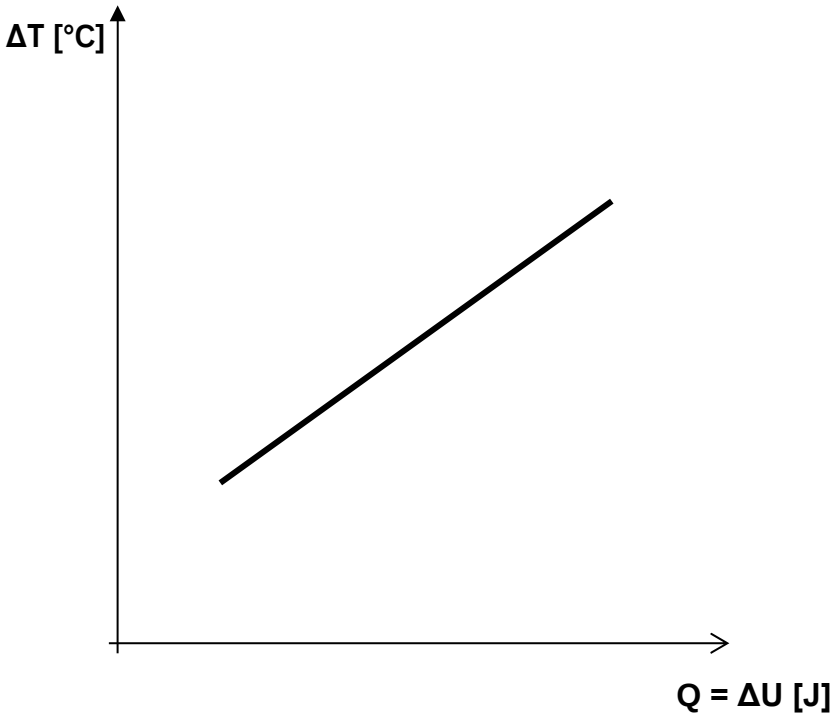

Figura 1. Gráfica de calentamiento del agua
6. Realizar la gráfica Q vs ΔT, $\Delta T = T_f - T_i$, (T_i será siempre la temperatura al inicio del proceso). Véase la figura 1.